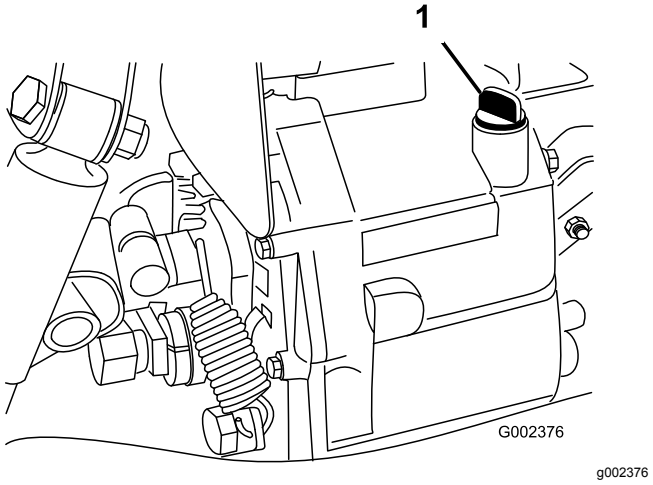

Figur 68
4. Rengjør området rundt peilestaven (Figur 68).